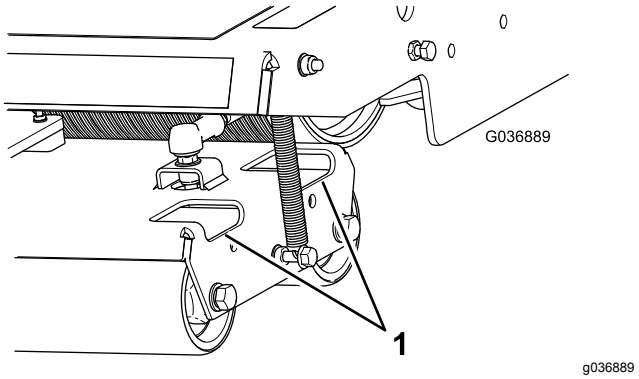

**Figuur 39**
2. Verwijder indien nodig vuil en stof van de rollen door water door de gaten in de rolbehuizingen te spuiten (Figuur 39).